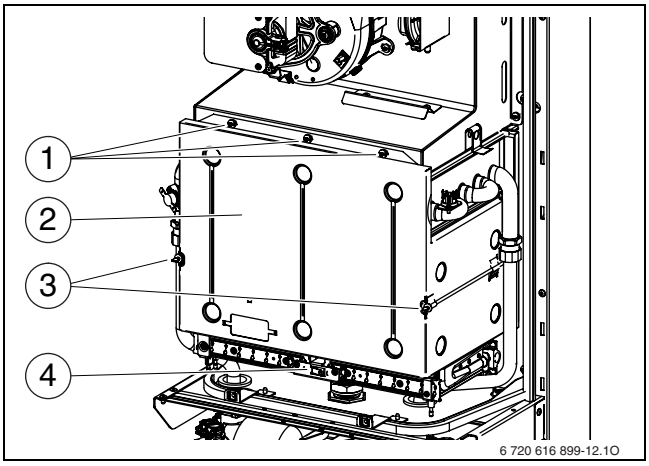

*Fig. 57 Ouvrir la chambre de combustion*
- Dévisser les trois vis du haut (→ fig. 57, [1]) et les deux vis du bas [3].
- Retirer la chambre de combustion (→ fig. 57).